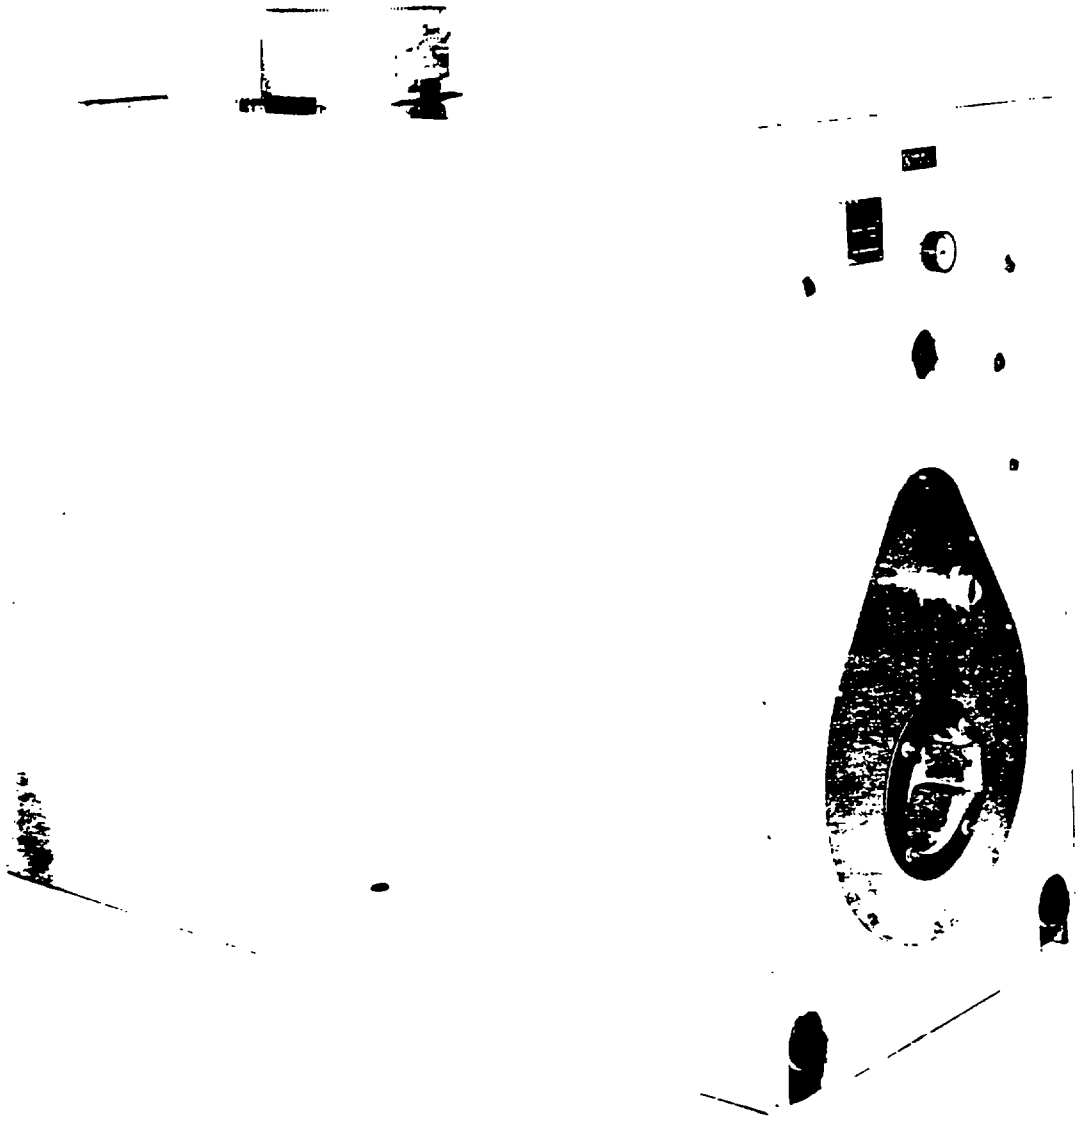

FIGURE 26 - COMPLETELY ASSEMBLED JACKET
3. Assemble the back panel next, then follow with the top panel. Knockouts in the top panel are provided for supply piping clearance. Filler pieces are to be assembled to top panel where knockouts are removed. After the jacket is completely assembled, all jacket screws should be drawn-up uniformly tight, except in case of boiler provided with jacket extension. See Figure 26 for completely assembled jacket (front view) for boiler with water heaters.